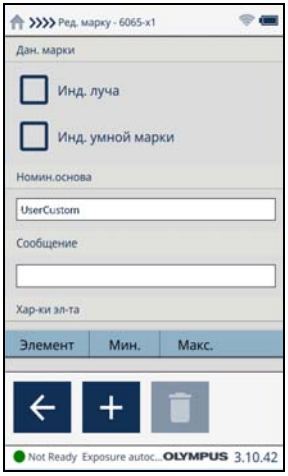

Рис. 2-86 Экран Редактировать марку — Новый элемент
4. Сверните виртуальную клавиатуру и нажмите **OK**, чтобы открыть экран **Ред. марку** для нового элемента (см. Рис. 2-86 на стр. 91).